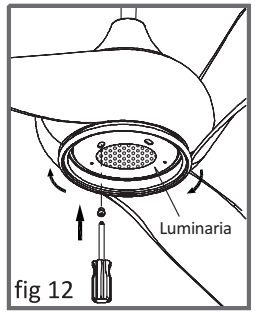

fig 12
4) Señalando los agujeros del kit de luz a los tornillos empuje hacia arriba y gire en el sentido de las agujas del reloj (fig 12)
5) Fije el primer tornillo de nuevo al agujero y apriete todos los tornillos con firmeza (fig.12)